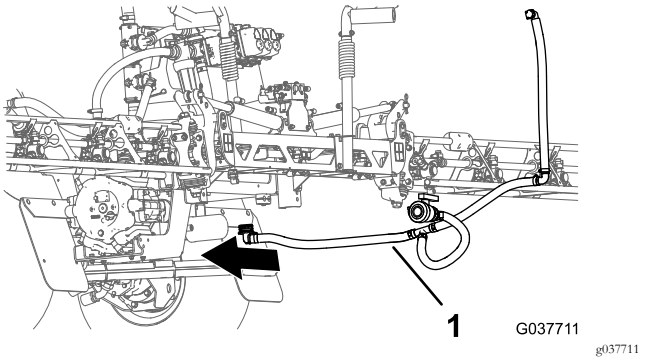

Figuur 74
3. Lijn de omloop- en aftapslang uit met de achterzijde van de machine (Figuur 74).